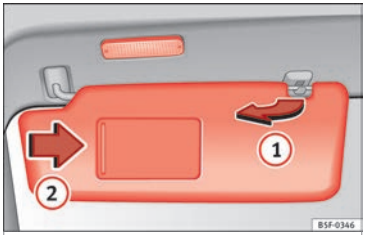

Fig. 139 Sun visor
- The sun visor can be pulled out of its mounting and turned towards the door ››› **Fig. 139 (1)**.